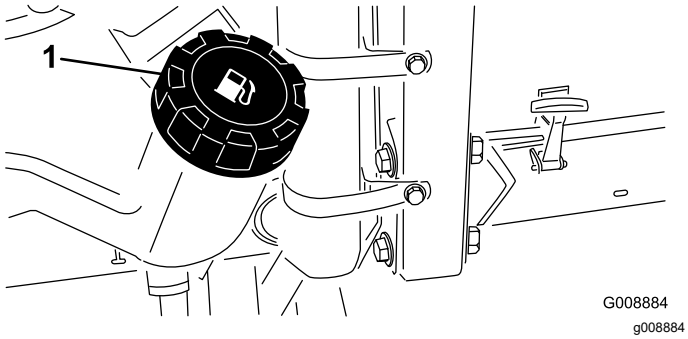

Figuur 29
1. Maak de omgeving van de dop van de brandstoftank schoon (Figuur 29).